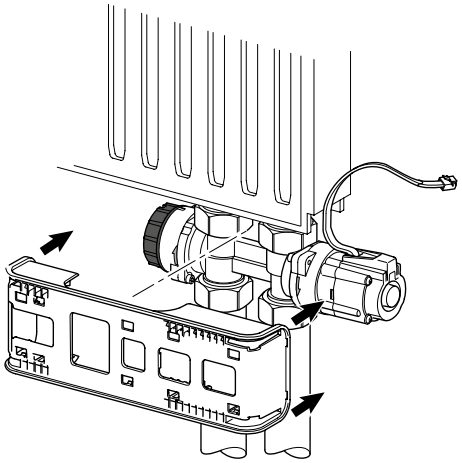

Fig. 18-5: Unterteil des Geniax Design Abdeckung L für Pumpe/Adapter H-Durchgang/H-Winkel
- Das Unterteil des Geniax Design Abdeckung L für Pumpe/Adapter H-Durchgang/H-Winkel gemäß Fig. 18-5 auf den Adapter aufstecken.